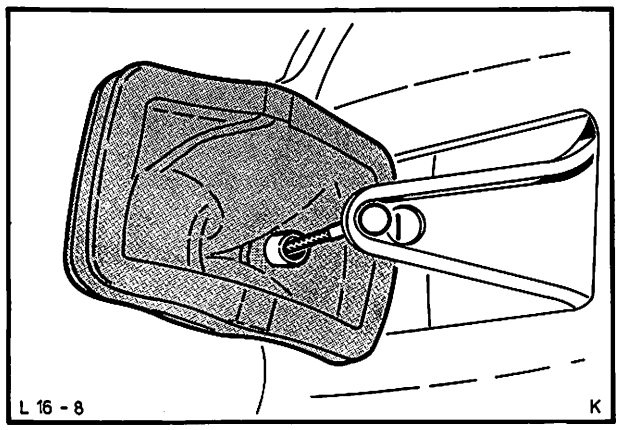

Abb. 19 Kupplungsseilzug an der Schwinge aushängen
13. Manschette – Kupplungsschwinge abziehen. Kupplungsseil von Schwinge aushängen, Abb. 19.